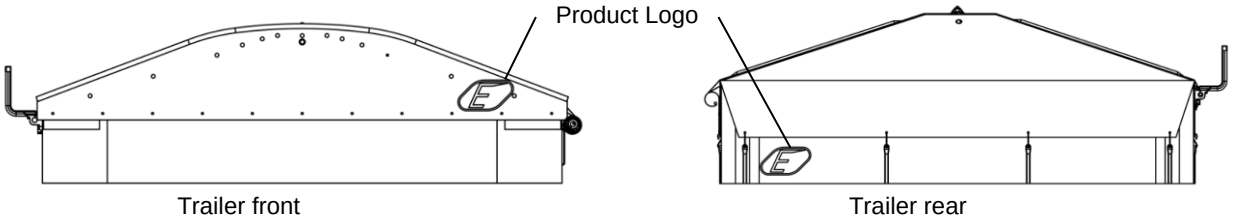

Figure 2
2. **Figure 2.** Apply product logos at the upper front and rear corners of the trailer, on the driver side, as shown below.